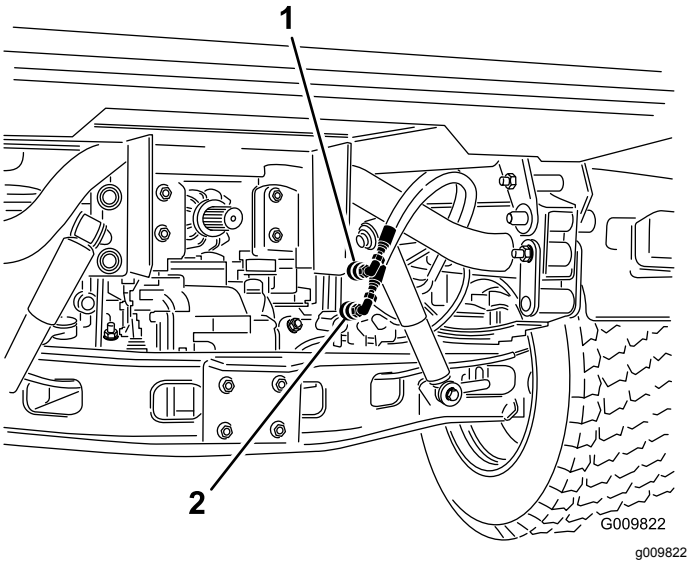

Figur 73
2. På begge maskiner: Kobl de to lynkoblingsslanger fra slangerne, der er fastgjort på koblingsholderen (Figur 73).